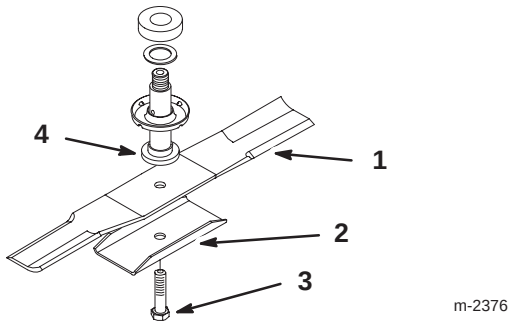

Figure 26
1. Monter la lame, le renfort de lame et le boulon (Fig. 26).